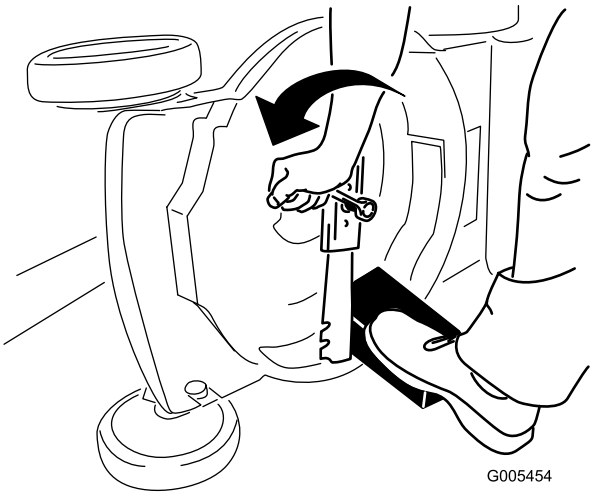

Figur 34
3. Brug en træklods til at holde kniven fast (Figur 34).
4. Afmonter kniven, men gem alle monteringsbolte og -møtrikker (Figur 34).